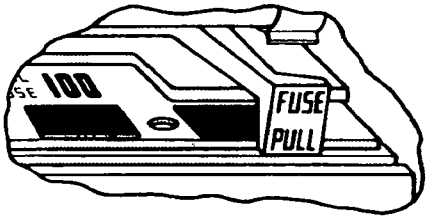

**Figure 3-33. Voltage Selection.**
b. Refer to Figure 3-33 and set the 3580A for the line voltage to be used (100 V, 120 V, 220 or 240 V). Line voltage must be within + 5% to -10% of voltage setting.